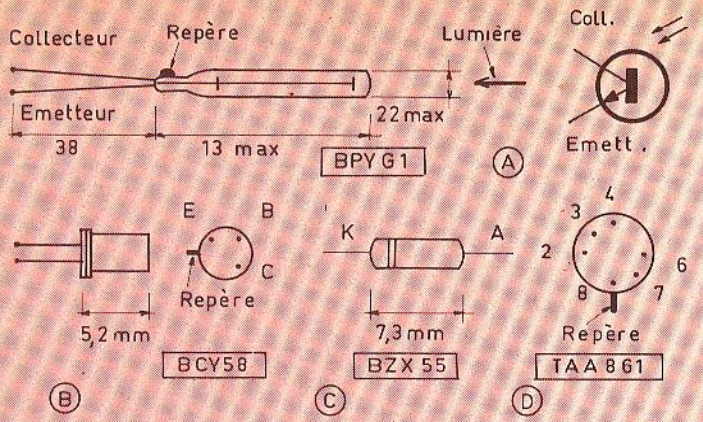

Fig. 8
Dans le montage proposé on remarquera d'abord les quatre ampoules lumineuses L_1 à L_4 dont la lumière est projetée sur chacun des quatre phototransistors Q_1 à Q_4 du type BPY61 dont le brochage est donné à la figure 8.
Ces phototransistors possèdent deux électrodes accessibles, le collecteur C et l'émetteur E, la base étant excitée par la lumière, traversant la fenêtre du sommet du boîtier (voir fig. 8).
Le transistor BCY58 se branche comme indiqué à la figure 8 (B). Le repère permet d'identifier l'émetteur qui est le fil le plus proche. Les fils sont orientés vers l'observateur.
La diode Zener BZX55 se branche selon la figure 8 (C).
On donne également, le brochage du TAA861 à la figure 8 (D), avec le repère en regard du fil 8. Fils orientés vers l'observateur.